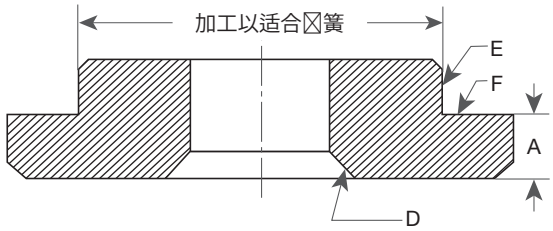

图 46: 下部弹簧垫圈 F、G 和 H 阀门
1. 通过伸出或压形将排出管 (40) 固定在底座 (1) 提供的孔中。排出管的上端应突出基座导向套面约 0.125" (3.18 mm)，下端应直接方正地朝向阀门出口。在装配阀门时，导向套法兰外缘上的孔必须松散地配合排出管的突起部分。
2. 仅对于 F、G 和 H 节流孔阀，加工新的下部弹簧垫圈 (17)（见图 46 和表 23）。
注： 当在表面 D 和 E 指示时（见图 46），F 面的突出不能比总指针读数高出 0.005" (0.127 mm)。
注： 当在表面 D 和 E 指示时（见图 46），F 面的突出不能比总指针读数高出 0.005" (0.13 mm)。